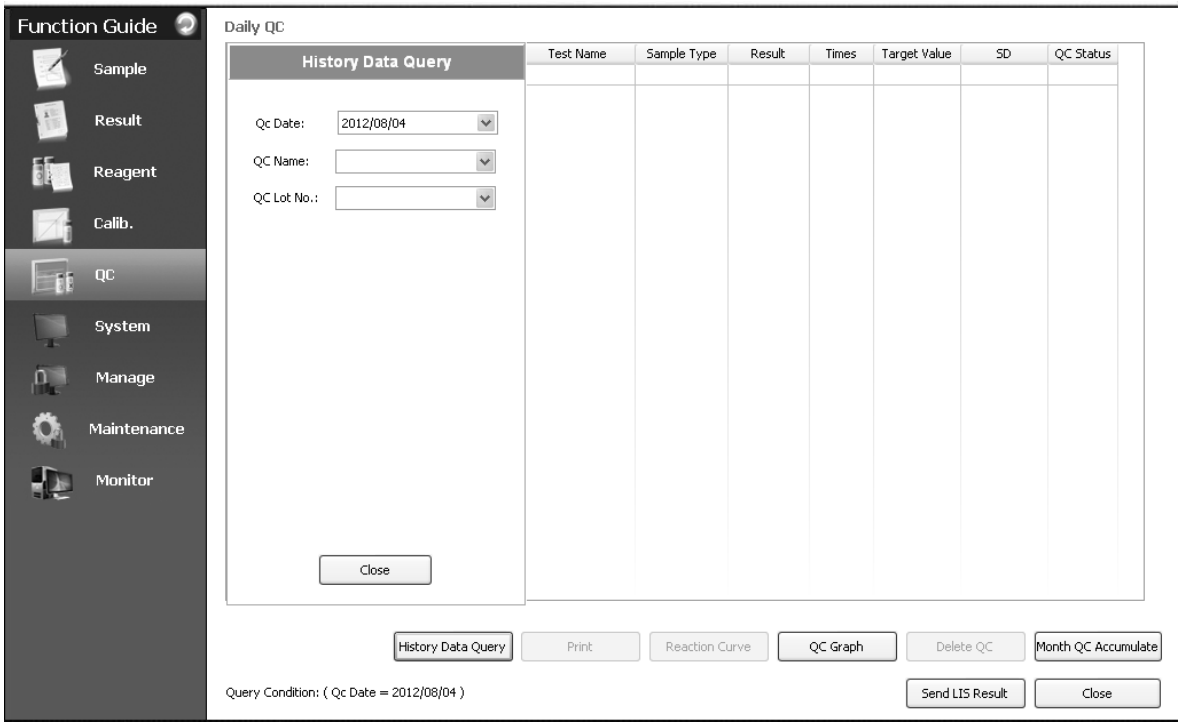

Figure 7-2-2
(7)Click “History Data Query” key, and Figure 7-2-2 is shown: